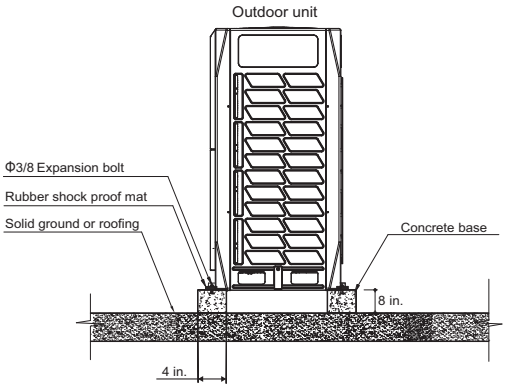

Fig. 7 —Concrete Base (Side View)
- When piping from the bottom of the unit, the base height should be no less than 8 inches. See Fig. 7 and 8 for additional specifications.